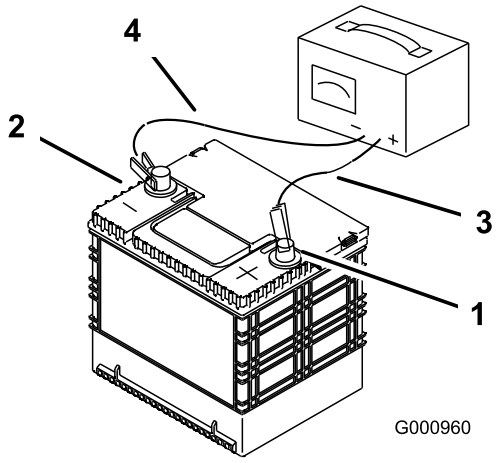

Figuur 58
2. Zodra de accu volledig is opgeladen, haalt u de acculader uit het stopcontact en maakt u vervolgens de oplaadkabels los van de accuklemmen (Figuur 58).